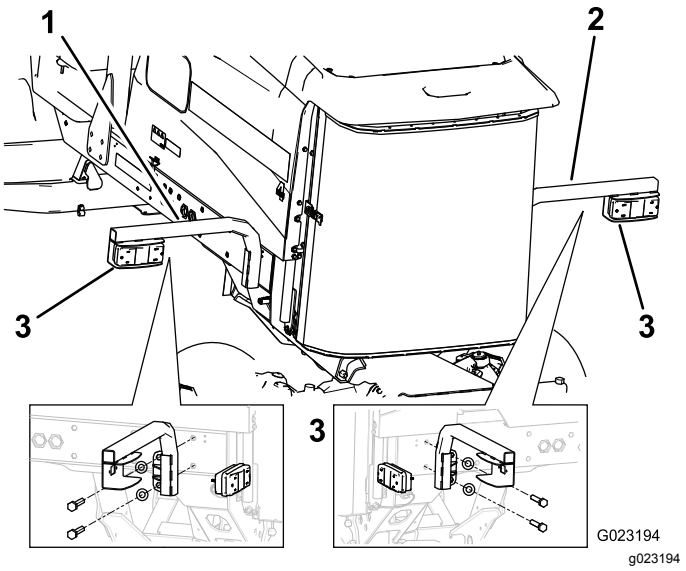

Figur 19
2. Sätt fast det vänstra lampfästet på fästet och ramen med två skruvar (5/8 x 3 tum), två planbrickor och två kontramuttrar i enlighet med Figur 19.
3. Montera bakljuset på lampfästet med de skruvar och muttrar som medföljde lampan (Figur 19).
5. Fäst höger lampfäste på ramen med två skruvar (5/8 x 3 tum) och två planbrickor (Figur 19).